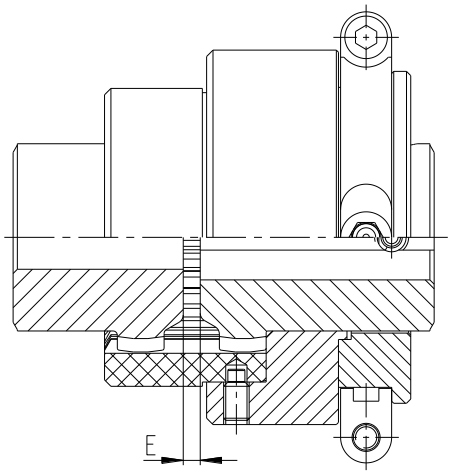

rysunek 15: montaż sprzęgła
- Ustawić osiowo maszyny tak, aby został uzyskany wymiar E między piastami sprzęgła (patrz rysunek 15).